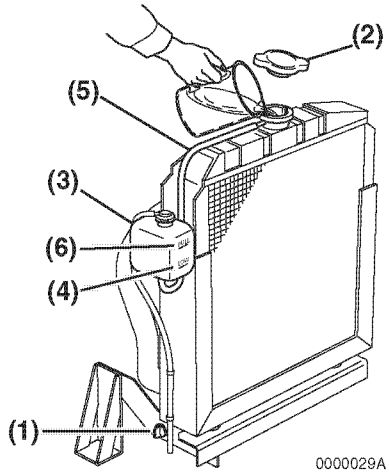
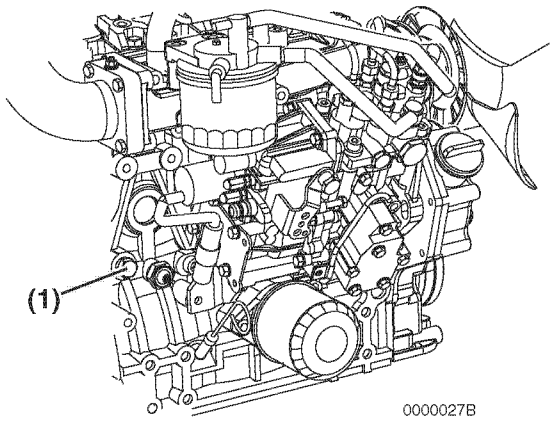
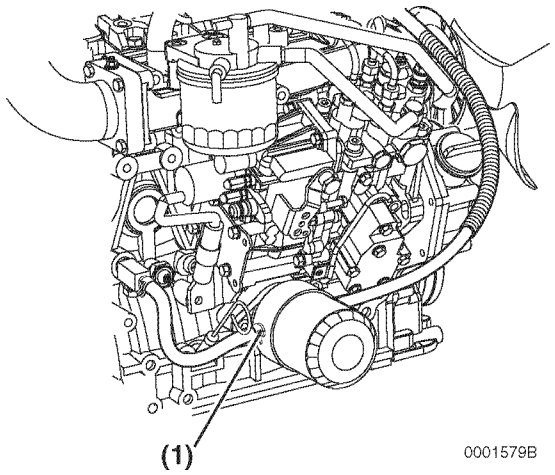

*Figure 5*
*Figure 6*
*Figure 7*
1. Check to be sure the radiator drain plug is installed and tightened or the drain cock **(Figure 5, (1))** is closed. Also make sure the coolant drain plug **(Figure 6, (1))** in the cylinder block is closed and the coolant hoses **(Figure 7, (1))** are installed at the oil cooler.
2. Remove the radiator cap **(Figure 5, (2))** by turning it counterclockwise about 1/3 of a turn.
4. Reinstall the radiator cap **(Figure 5, (2))**. Align the tabs on the back side of the radiator cap with the notches on the engine coolant filler port. Press down and turn the cap clockwise about 1/3 of a turn.
5. Remove the cap of the reserve tank **(Figure 5, (3))**, and fill it to the LOW (COLD) mark **(Figure 5, (4))** with engine coolant. Reinstall the cap.
6. Check the hose **(Figure 5, (5))** that connects the reserve tank **(Figure 5, (3))** to the radiator. Be sure it is securely connected and there are no cracks or damage. If the hose is damaged, engine coolant will leak out instead of going into the reserve tank.
7. Run the engine until it reaches operating temperature. Check the level of engine coolant in the reserve tank When the engine is running and the engine coolant is at normal temperature, the coolant level in the reserve tank should be at or neat the FULL (HOT) mark **(Figure 5, (6))**. If the coolant is not at the FULL (HOT) mark, add coolant to the reserve tank to bring the coolant level to the FULL (HOT) mark.
1. Check the level of engine coolant in the reserve tank. When the engine is cold, the coolant level in the tank should be at or slightly above the LOW (COLD) mark **(Figure 5, (4))** on the coolant reserve tank.
If the coolant level is at the FULL (HOT) mark **(Figure 5, (6))** when the engine is cold, the coolant will expand when it becomes hot and possibly spray out of the overflow hose.